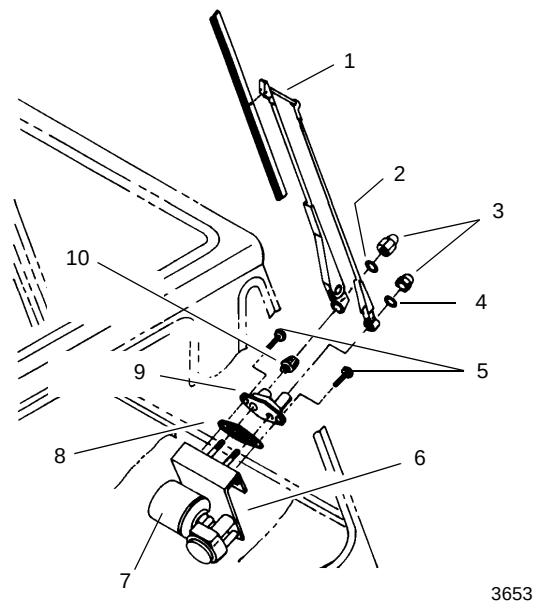

FIGURA 3-11
5. Desconecte a mangueira do lavador no braço do limpador (também chamado de conjunto do braço pantográfico) do conjunto da conexão do bico do lavador (Figura 3-11).